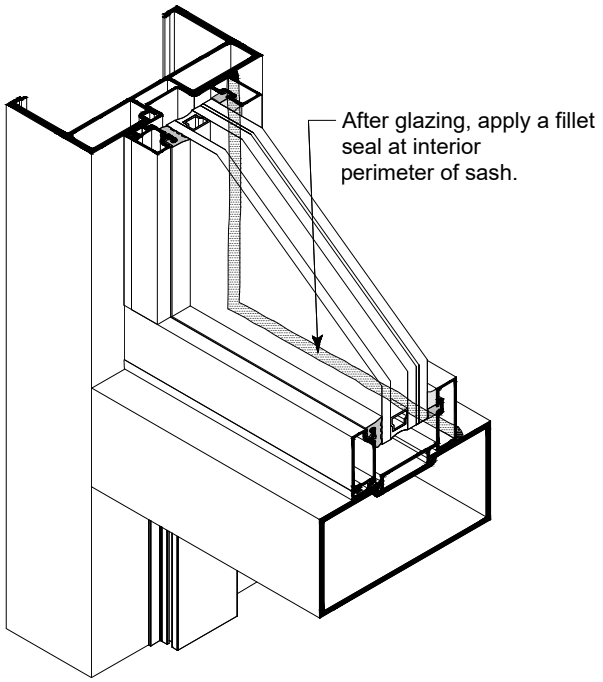

Fig. 33.2
E. Place a cap bead of sealant around the inside and outside of the E34006 and E3521 sash members. SEE Fig. 33.2.